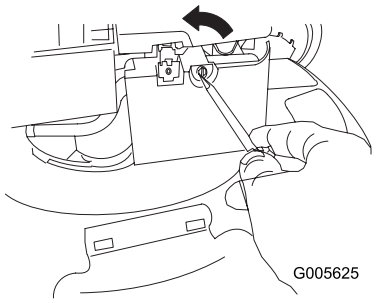

Figuur 29
1. Gebruik een schroevendraaier om het luchtfilterdeksel te openen (Figuur 29).